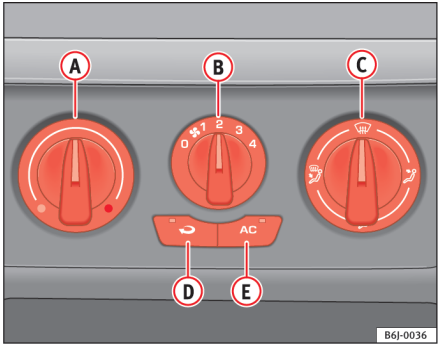

Fig. 97 I instrumentpanelet: betjeningselementer til airconditionanlæg
– Afbryd airconditionanlægget med knappen ⇒ fig. 97 AC (kontrollampen i knappen slukker).
– Drej på kontakten til regulering af temperaturen (A) for at indstille den ønskede kabinetemperatur.
– Ved hjælp af kontakten til luftfordeling (C) kan luftstrømmen indstilles til den ønskede retning: (til forruden), (til overkroppen), (til fødderne) og (til forruden og fødderne).
Recirkulationsfunktionen ⇒ side 124, fig. 97 (der lyser en kontrollampe i knappen) forhindrer, at der trænger ubehagelig lugt ind i kabinen udefra, fx når du kører gennem en tunnel eller holder i kø.